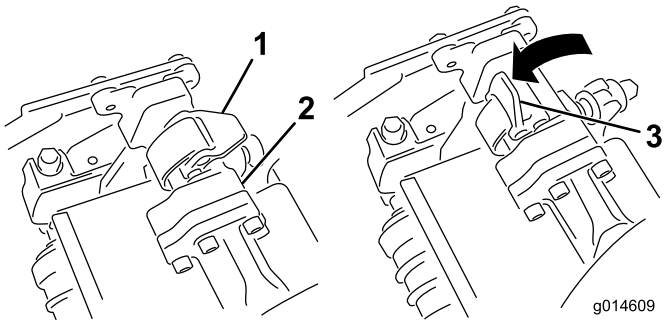
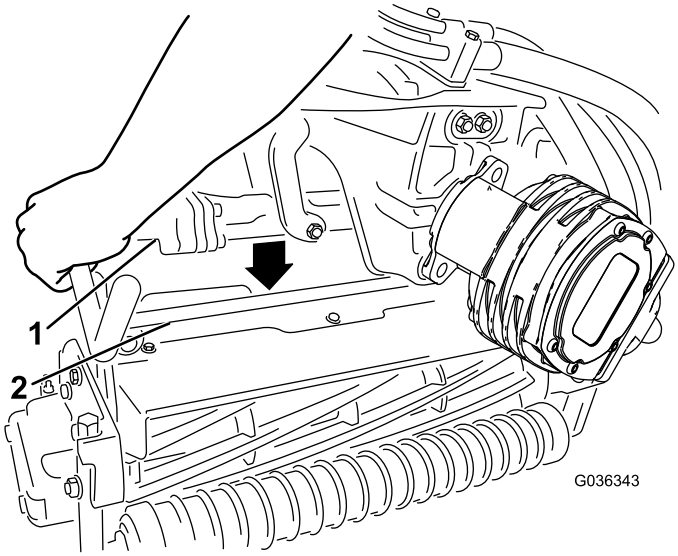

Figuur 32
Figuur 33
4. Zorg ervoor dat de vergrendelingen op de ophangarm omhoog wijzen (dus open staan) (Figuur 32), druk de ophangarm omlaag zodat de stang ervan over de stang aan de bovenkant van het maaidek valt (Figuur 33).
5. Sluit de vergrendelingen rond de stang van het maaidek en vergrendel ze (Figuur 32).
5. Open de vergrendelingen op de stang van de ophangarm van het maaidek dat u wilt verwijderen (Figuur 32).